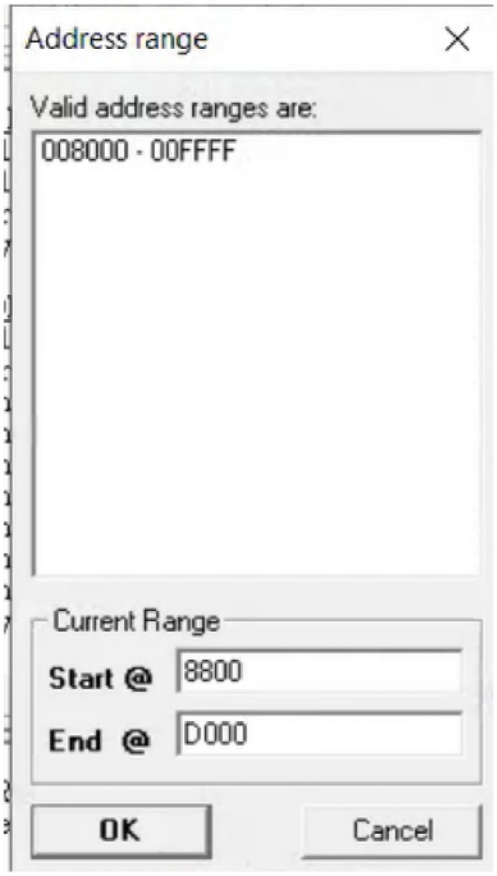

Рисунок 63
5.3.13 Нажать кнопку и загрузить исполняемый файл по адресу 0x8800-0xD000. Для этого в открывшемся окне Address range в поле Start ввести значение 8800, в поле End ввести значение D000 (Рисунок 63).